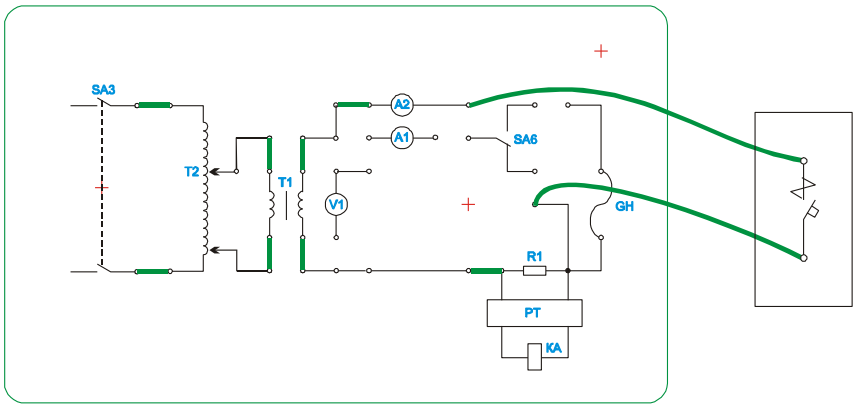

Рис. 4.1.
4.3.1. Для исследования свойств автоматического выключателя А63-М необходимо собрать схему рис. 4.1.